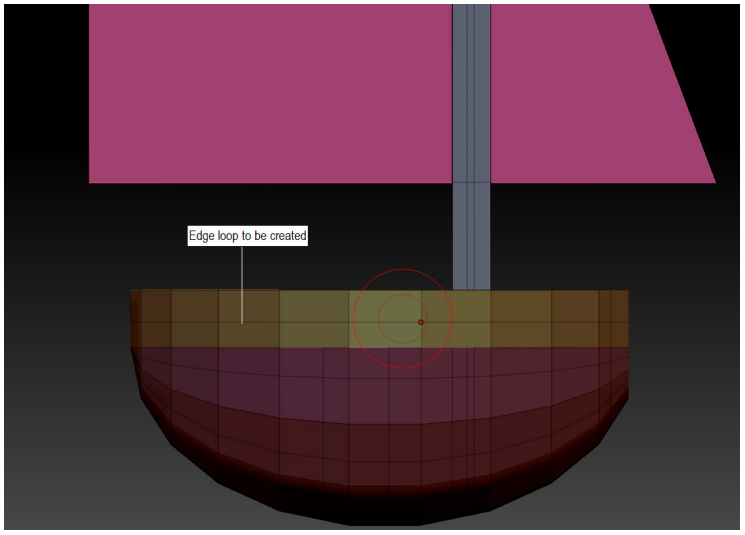

Figure 3-133 *Edge loop created*
1. Hover the cursor over the boat edge and then right-click; the **ZMODELER** window is displayed. Next, make sure the **Insert** option in the **EDGE ACTIONS** area and the **Single EdgeLoop** option in the **TARGET** area is chosen. Now, click on the edge of the boat; the edge loop is created in the *boat*, as shown in Figure 3-133.